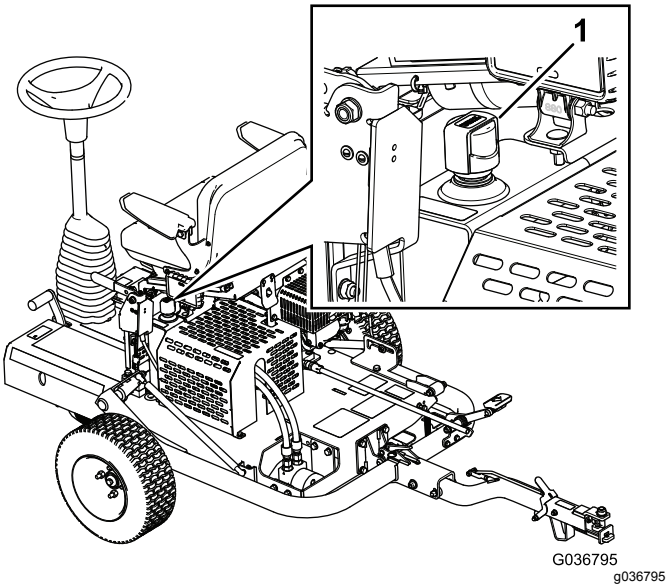

Figur 20
3. Fjern dækslet til hydrauliktanken, og kontroller væskestanden med målepinden (Figur 20).